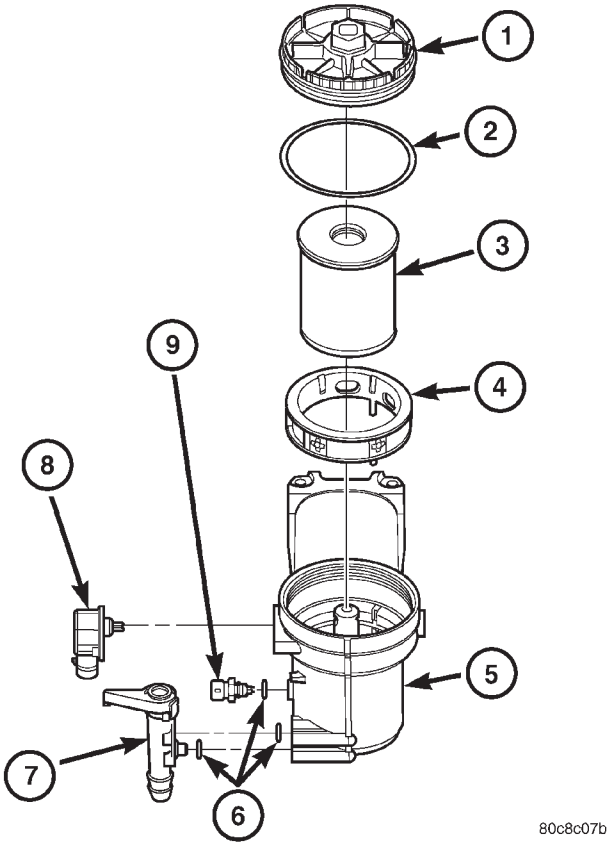

Fig. 15 Fuel Filter/Water Separator Components
(5) **Fuel Filter Replacement:** The fuel filter is located inside of the fuel filter housing (Fig. 15).
(b) Remove o-ring (Fig. 15) from filter cap and discard.
(6) **Water-In-Fuel (WIF) Sensor Replacement:** The WIF sensor is located on the side of the fuel filter housing (Fig. 15).
(7) **Fuel Heater Element Replacement:** The heater element is located in the fuel filter housing (Fig. 15).
(8) **Drain Valve Replacement:** The drain valve is located on the side of the fuel filter housing (Fig. 15).